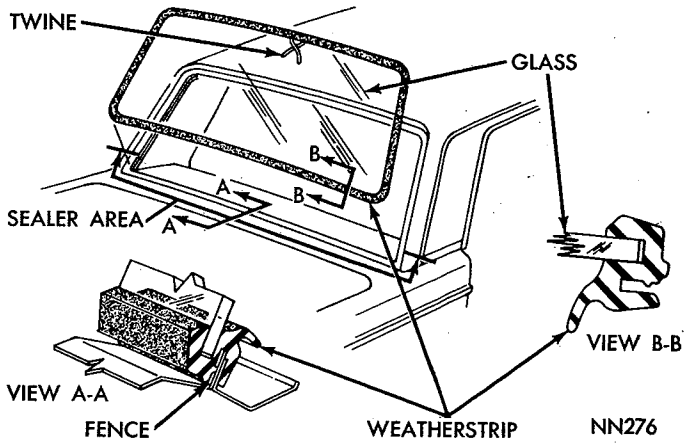

*Fig. 13—Rear Window Installation (Belvedere—Satellite)*
(1) Inspect weatherstrip fence to be certain it is clean, smooth and straight.
(2) Flow a continuous ribbon of cement on each lip and around entire length of weatherstrip glass groove.
(3) Install weatherstrip on rear window, making sure it is fully seated (Fig. 13).
(4) Install twine into fence groove of weatherstrip.
(5) The ends of the twine should be at top center section of weatherstrip (Fig. 13).
(6) With an assistant, position rear window and weatherstrip in rear window opening.
(7) With an assistant supporting glass in position, enter car and pull twine slowly to seat weatherstrip on fence.
(8) With palm of hand, tap rear window glass to make certain it is fully seated.
(9) Seal weatherstrip to fence areas, on outside only. Remove all excess sealer.
(10) Water test rear window area.
(11) Install window mouldings, clean glass and remove protective covering.